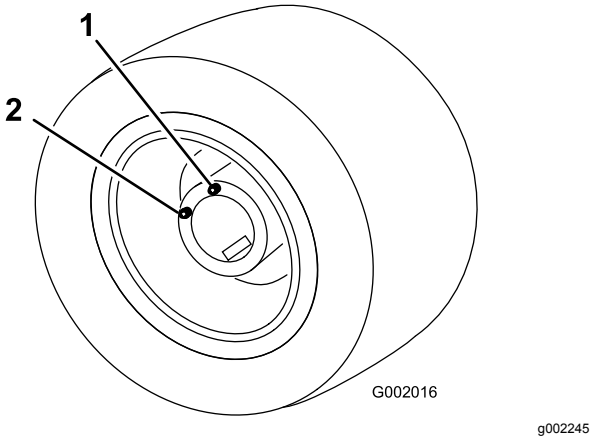

**Рисунок 82**
5. Медленно перемещайте машину до тех пор, пока колесо не будет установлено в положение заправки (Рисунок 82).